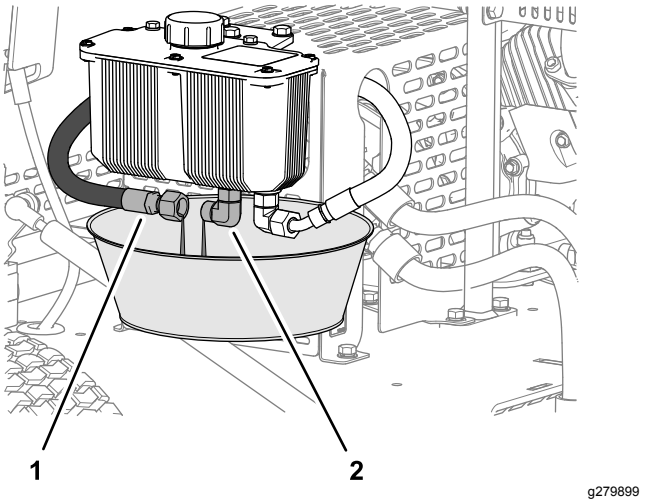

Figure 36
1. Placez un bac de vidange de 2 l sous le réservoir hydraulique (Figure 36).
2. Débranchez le flexible d'alimentation hydraulique du raccord sur le réservoir et vidangez tout le liquide hydraulique (Figure 36).